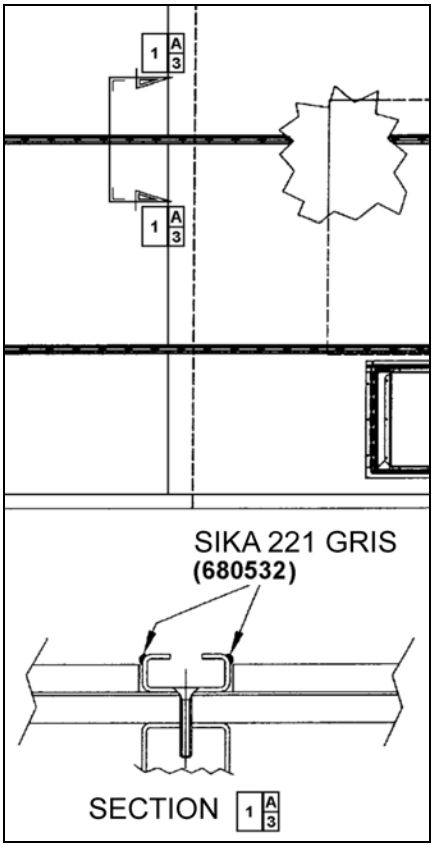

FIGURE 81: APPLICATION DE SIKA 221 GRIS 18641
8. Appliquer du produit d'étanchéité Sikaflex 221 gris (680532) le long des voies de fixation du siège passager (voir la Figure 81).